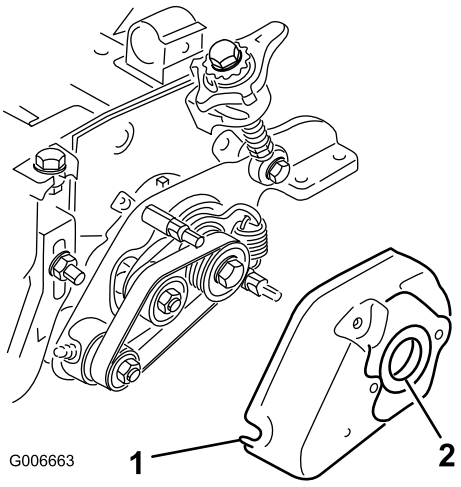

Figur 29
35. Monter trimsatsdekselet og fest med (to) 5/16 tommer flensmuttere (Figur 29).
36. Påfør et belegg med fett på innsiden av gummitetningen i trimsatsdekselet (Figur 29).